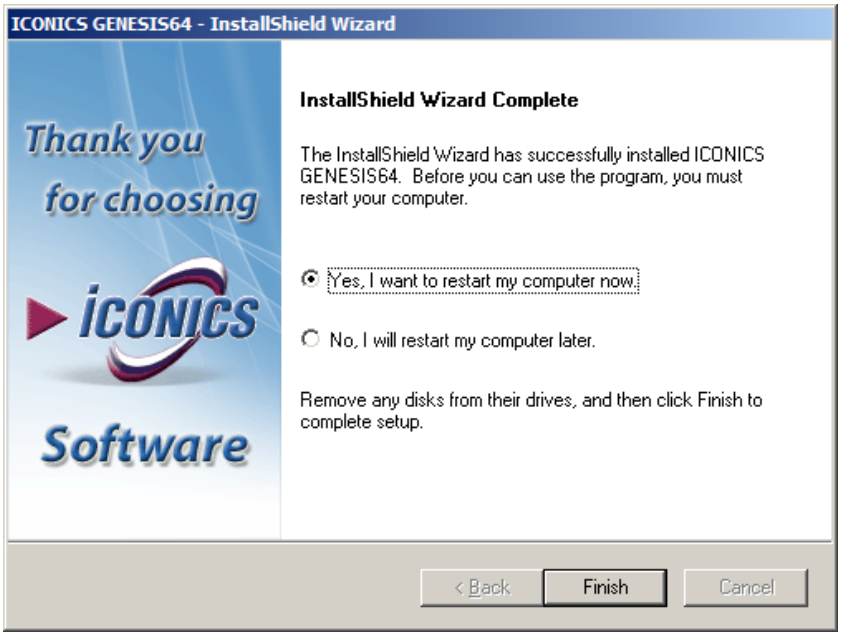

Figure L1.12 Installation: Completed
19. When the installation completes, you will receive a confirmation message as shown in Figure L1.12.